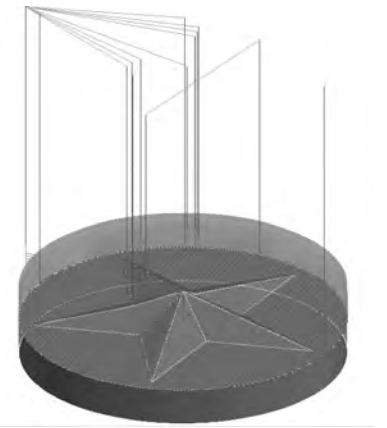

图 5-130　生成的加工轨迹
(1) 右击选取轨迹树中的“刀具轨迹”，在弹出的快捷菜单中选择“全部显示”，显示所有已生成的加工轨迹，如图 5-130 所示。